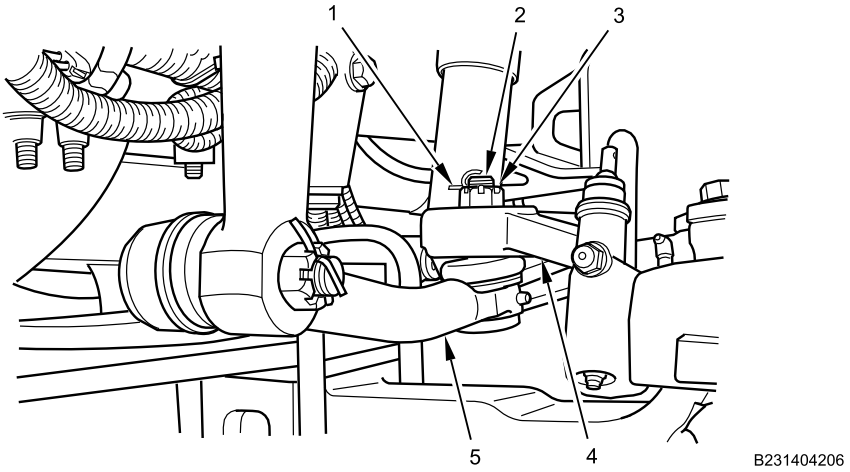

Figure 2. Steering Arm.
4. Remove cotter pin (Figure 2, Item 1) and hex nut (Figure 2, Item 3) from drag link stud (Figure 2, Item 2) at steering arm (Figure 2, Item 4). Discard cotter pin (Figure 2, Item 1).
5. Disconnect drag link (Figure 2, Item 5) from steering arm (Figure 2, Item 4) using puller set and hammer.